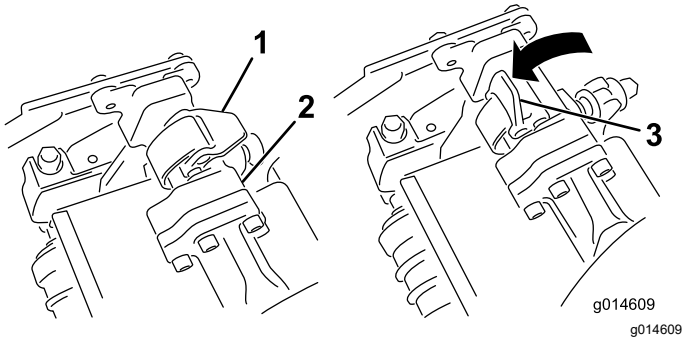
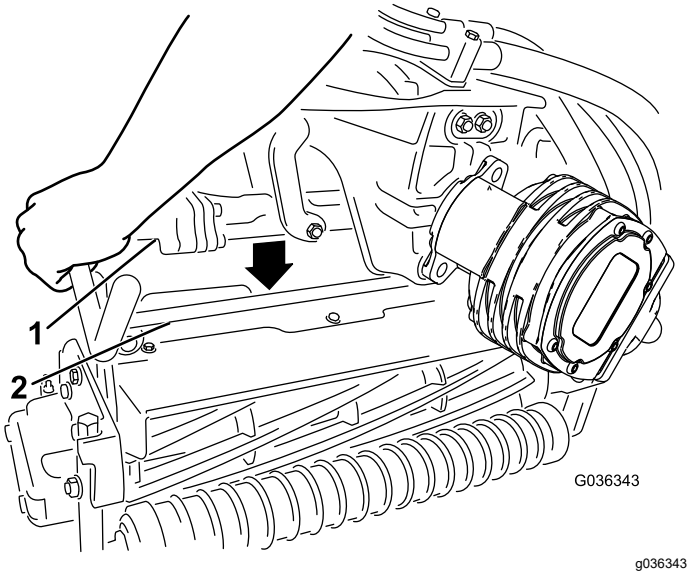

Figuur 68
Figuur 69
3. Open de vergrendelingen op de stang van de ophangarm (Figuur 68) en duw de ophangarm naar beneden zodat de stang over beide bevestigingsarmen op de maai-eenheid past en zorg ervoor dat de vergrendelingen onder de dwarsstang van de maai-eenheid gaan (Figuur 69).
4. Sluit de vergrendelingen rond de stang van de maai-eenheid en vergrendel ze (Figuur 68).
6. Open de vergrendelingen op de stang van de ophangarm van de maai-eenheid dat u wilt verwijderen (Figuur 68).